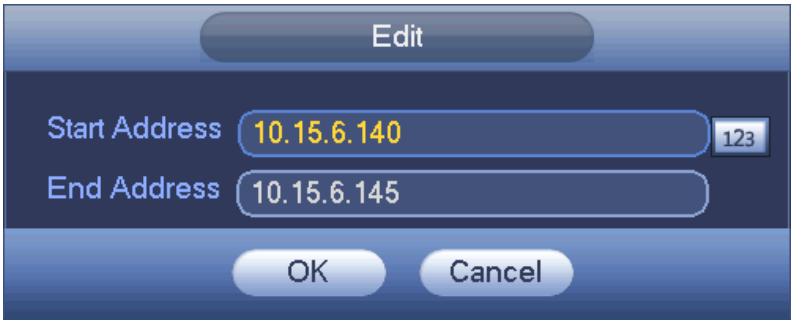

Figure 4-223
a) From Main menu->Info->Log, the interface is shown as below. See Figure 4-223.